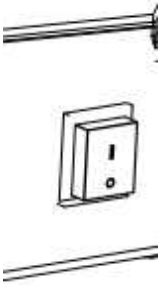

Abbildung 2
- Schalten Sie den Netzschalter auf Position I und überprüfen Sie, ob der Ventilator richtig läuft. (Abbildung 2)